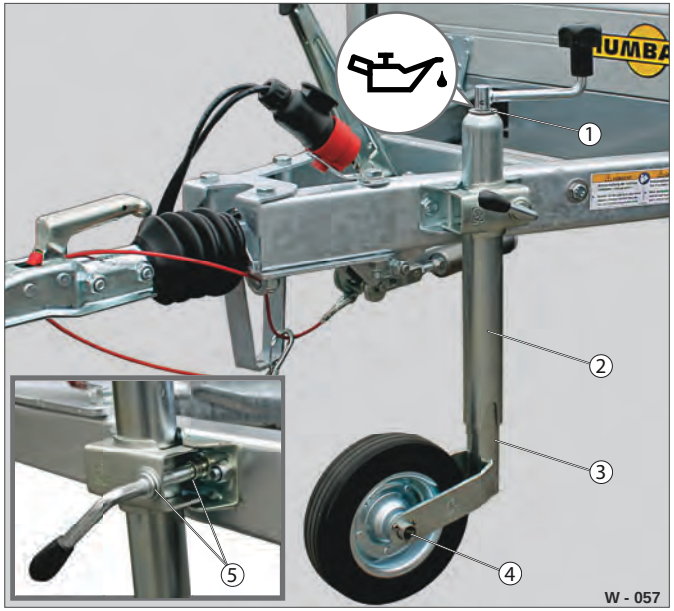

Fig. 46 Manuelle støttehjul: Smøresteder
Cylinderlegemet (Fig. 46 /2) må ikke smøres udvendigt!
- ▶ Kontrollér lejestedet og hjulet (Fig. 46 /4) for deformation.
- ▶ Dryp maskinolie ind i oliespalten (Fig. 46 /1).
- ▶ Skru låsehåndtagsskruen (Fig. 46 /5) ud, og åbn spændebøjlen.